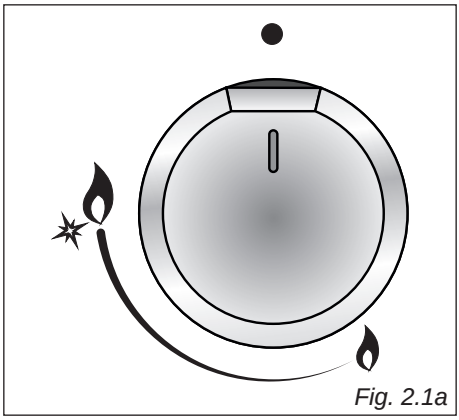
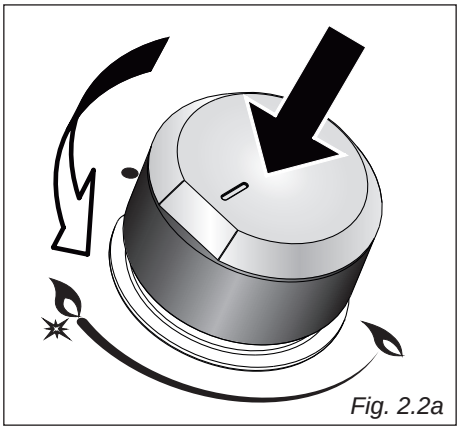

Fig. 2.1a
Fig. 2.2a
Gas flow to the burners is adjusted by turning the knobs (illustrated in fig. 2.1a, 2.1b) which control the safety valves.
1. Press in the corresponding knob and turn counter-clockwise (fig. 2.2a or 2.2b) to the full flame position marked by the " " or " 9 "symbol (fig. 2.1a or 2.1b); hold the knob in until the flame has been lit.